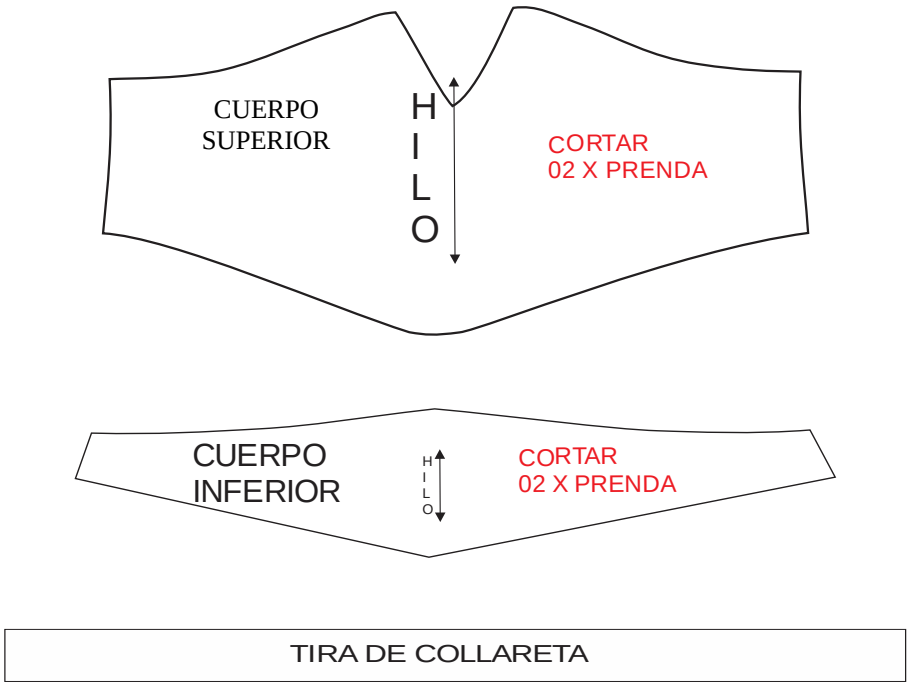

Figura 3
4.2.1.1. Para el modelo 3.1.1. las piezas de material de tejido de algodón a cortar son: cuerpo superior (2 piezas), cuerpo inferior (2 piezas) y cinta para collareta (cinta de 3 cm de ancho de ingreso, y salida de 1 cm con doble doblez y longitud de acuerdo a tabla 1). (véase figura 3).